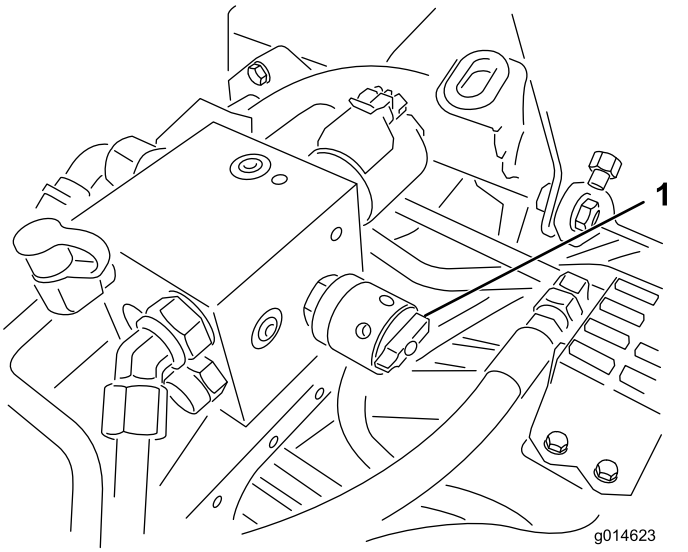

Figur 50
4. Juster spolehastigheten ved å vri knotten (Figur 50) til indikatorpilene er i linje med tallet du fastslo i trinn 3.